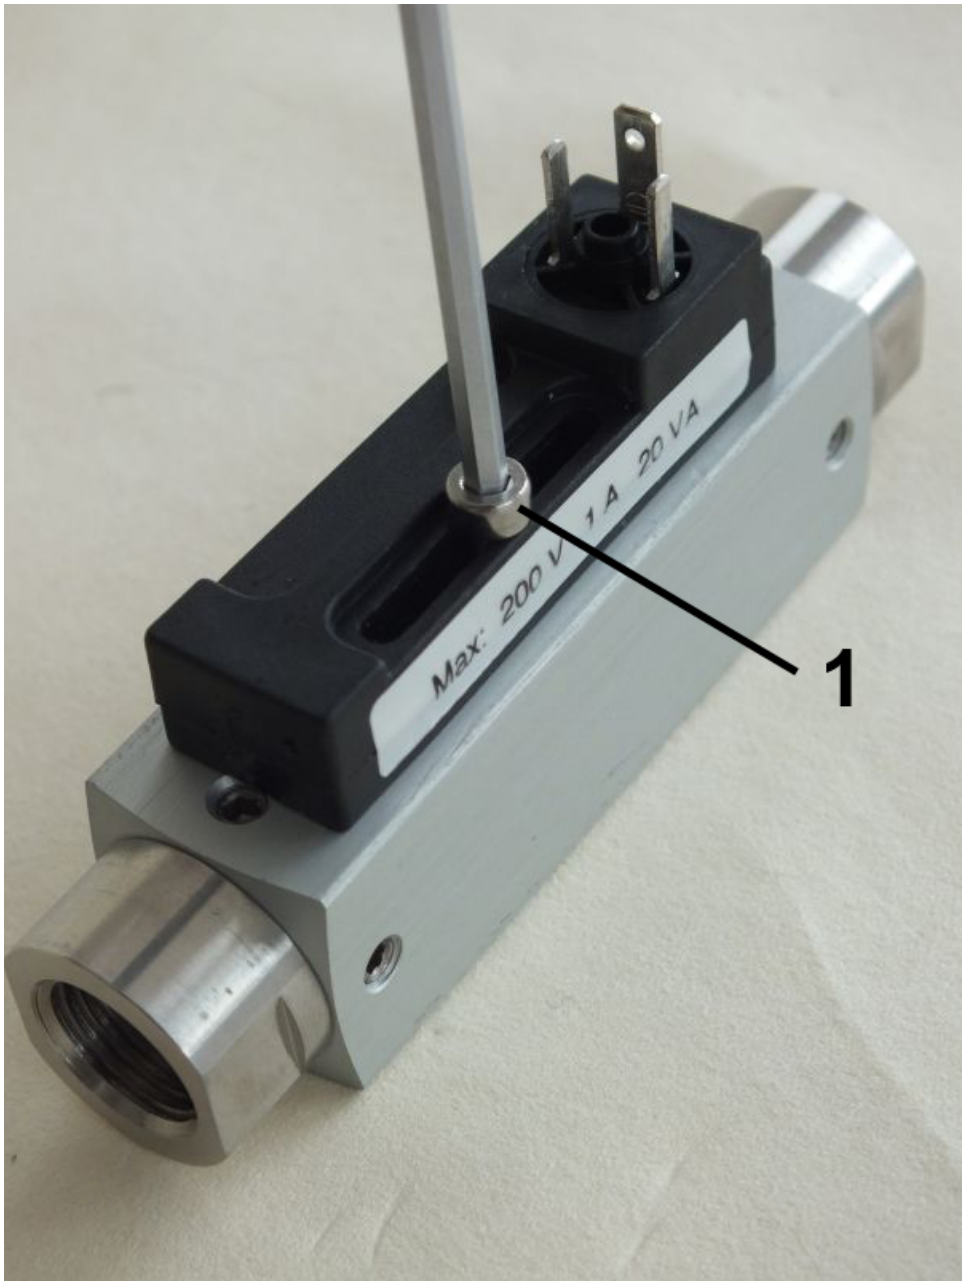

Fig. 55: Remove set screw
3. Using a hex screwdriver (*Fig. 55*/1) remove the set screw of the switch contact.
7. Insert the set screw (*Fig. 55*/1) and tighten it slightly so that the switch contact can still move easily
9. Tighten the set screw (*Fig. 55*/1) , observing the proper tightening torque. (➥ *Chapter 11.1 “Tightening torque” on page 84*)